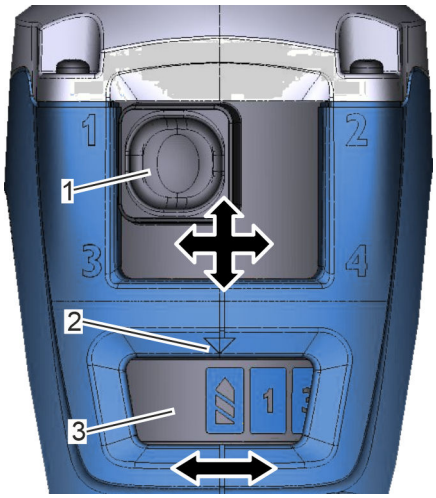

Fig. 22: Gear setting and setting levels
3. Set gear (Fig. 22/1) 1 to 4 (manual gearbox setting).
4. Set setting level (Fig. 22/3) 1 to 15 (electronic setting).